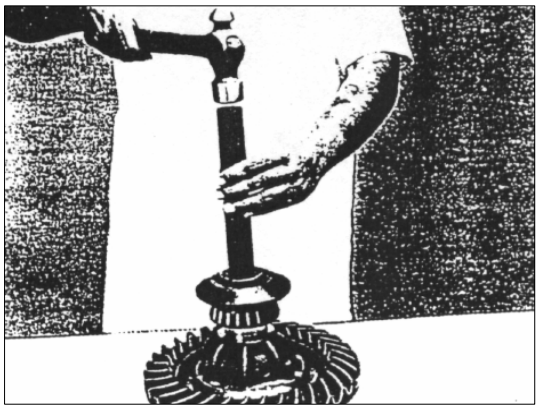

РИС. 350
10) Смажьте маслом и установите внутренние кольца боковых подшипников дифференциала, используя оправку 2640 5890 3508 на узел дифференциала до тех пор, пока они не соприкоснуться с корпусом (см. рис.350).